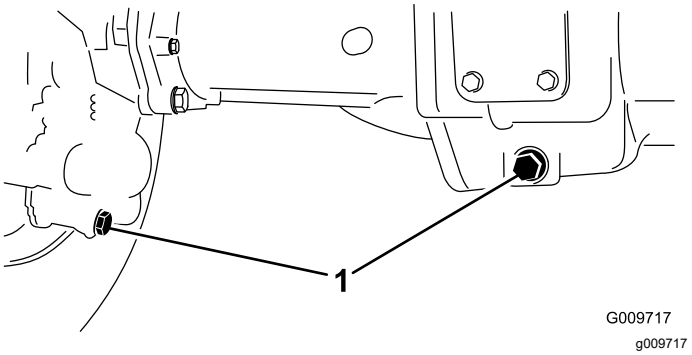

図 89
2. ドレンプラグ図 89左右端に個と中央に個、全部で3個あるの周辺をきれいに拭く。